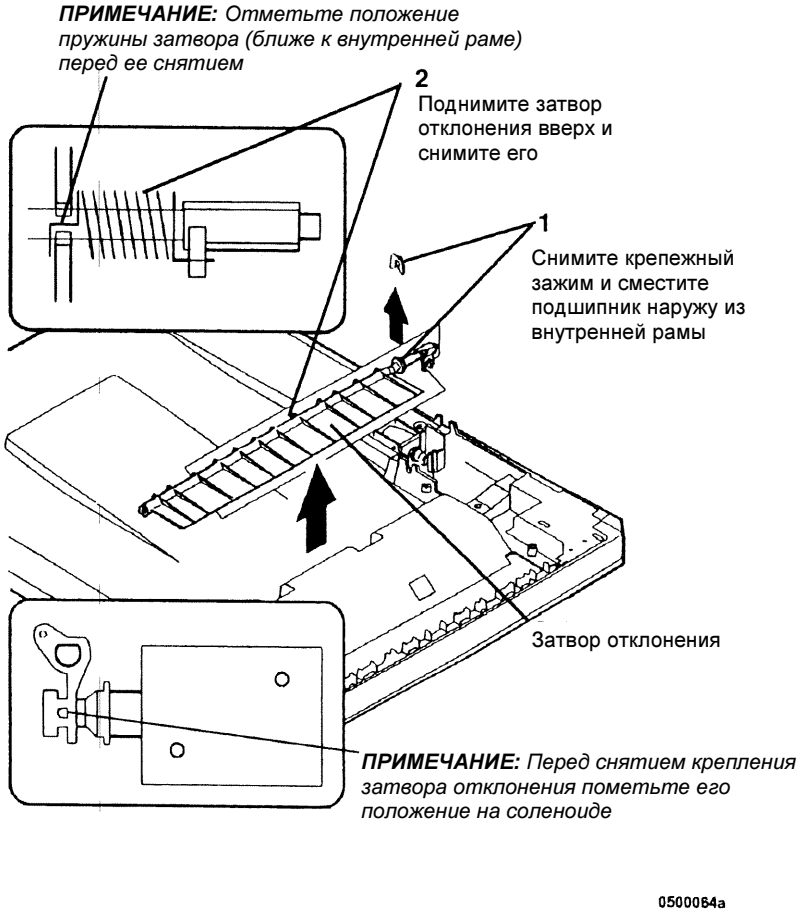

Рисунок 1 Снятие затвора отклонения
3. (Рисунок 1): Снимите затвор отклонения